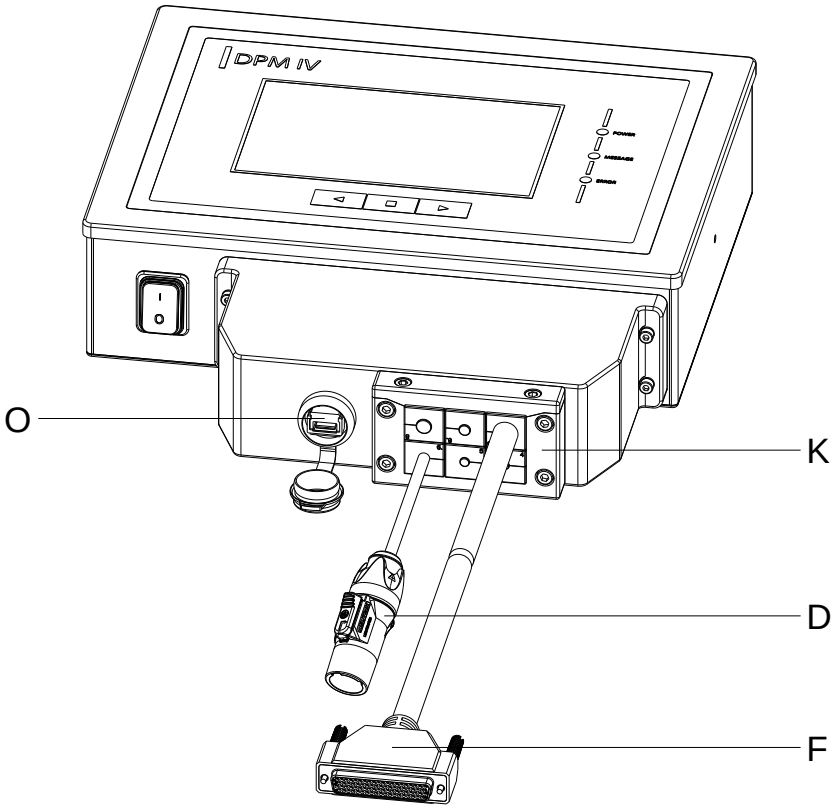

Abbildung 19
1. Nacheinander die vier Schrauben (C) auf der Rückseite der Ansteuerelektronik (A) entfernen, Dichtringe (B) aufschieben und Schrauben (C) wieder eindrehen.
2. Verbindungskabel Druckmechanik / Ansteuerelektronik (F) an der Ansteuerelektronik (A) anschließen.
3. Bei Bedarf ein Verbindungskabel für Externe Ein-/Ausgänge an der passenden Buchse der Ansteuerelektronik (A) anschließen.
4. Bei Bedarf ein Ethernet- oder USB-Datenkabel an der Ansteuerelektronik (A) anschließen.
5. USB-Datenkabel (E) auf der Innenseite der Schutzhaube (G) in die USB-Buchse einstecken.
6. Zunächst das offene Ende des Verbindungskabels Druckmechanik / Ansteuerelektronik (F) durch die Öffnung der Schutzhaube (G) führen. Dazu ist der Stecker seitlich zu kippen. Anschließend die Netzleitung (D) und ggf. die Daten- und I/O-Kabel durch die Öffnung der Schutzhaube (G) leiten.
7. Schutzhaube (G) in Richtung Ansteuerelektronik (A) führen, bis das USB-Datenkabel (E) an der Ansteuerelektronik (A) angeschlossen werden kann.
8. Schutzhaube (G) mit den vier Schrauben (I) und Dichtringen (H) an der Ansteuerelektronik (A) verschrauben.
9. Oberteil der Kabeleinführungsleiste (K) nach Entfernen der beiden Schrauben (J) abnehmen.
10. Die zu den jeweiligen Anschlusskabeln passenden Kabeltüllen (M) aus der Kabeleinführungsleiste (K) entnehmen und zwei bis drei Zentimeter vor der Schutzhaube (G) die Kabel umschließen.
11. Kabeleinführungsleiste (K) vor der Schutzhaube platzieren und Kabeltüllen (M) mit Anschlusskabeln in die Nuten einschieben. Das Verbindungskabel Druckmechanik / Ansteuerelektronik (F) muss laut Skizze (siehe Abbildung 19) rechts oben und die Netzleitung (D) sollte links unten platziert werden.